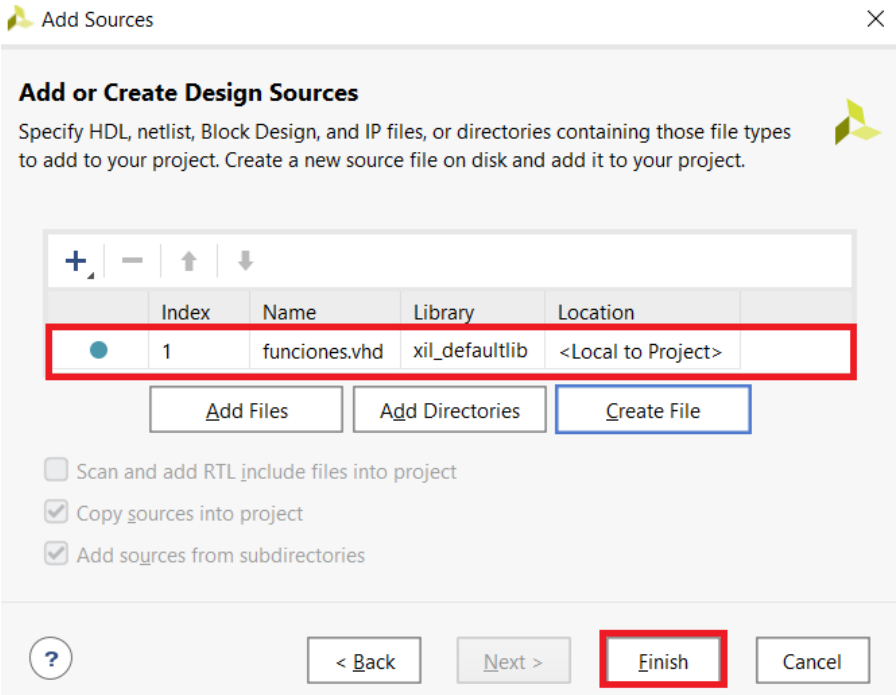

Figura 6. Captura de pantalla de *Add or Create Design Sources* con *Finish* resaltado con cuadro rojo
4. Comprobamos que el fichero a crear se encuentra añadido en la tabla de *Add or Create Design Sources* y pulsamos *Finish* (Figura 6).